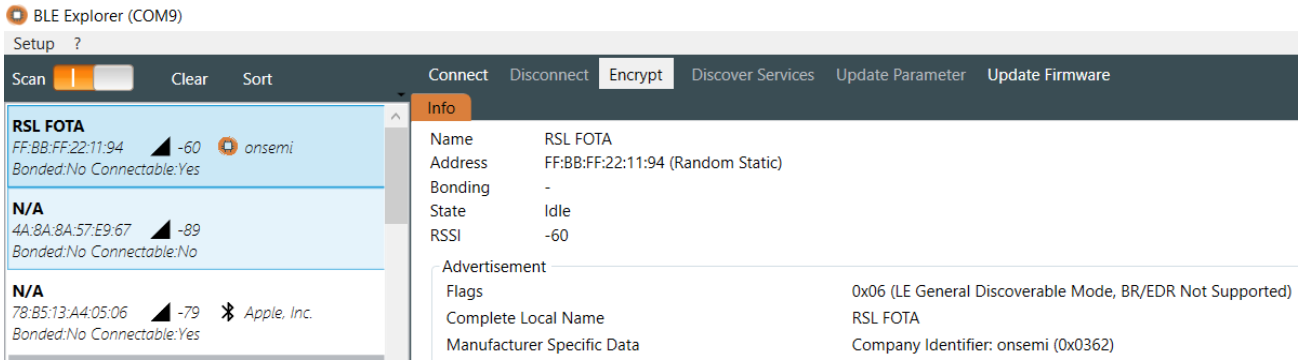

**Figure 20. FOTA DFU Mode Running**
4. Connect the FOTA_GPIO (GPIO1) to ground so that the device starts the FOTA DFU mode. You can see the name **RSL FOTA** on the RSL BLE Explorer. After checking that the name is **RSL FOTA**, disconnect FOTA_GPIO from ground, as in the "FOTA DFU Mode Running" figure (Figure 20), below: